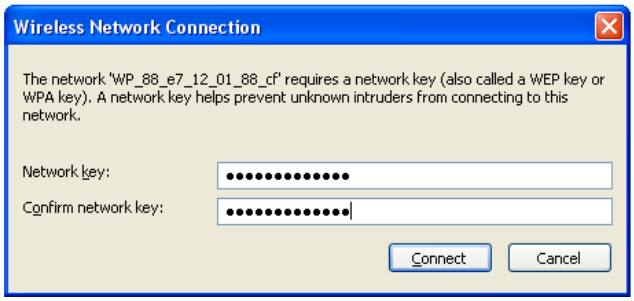

Figure 12
3. In the network/security key field (see figure 12), enter the SAID number, which is found next to the Serial/Model # tag, (something like 44444A123B). **IMPORTANT: this key is case sensitive.** Then, select the Next or Connect button to connect to the network.